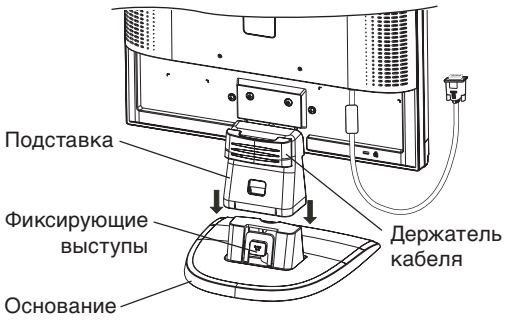

Рисунок S.1
1. Вставьте переднюю часть подставки ЖКД в отверстия в передней части основания (**Рисунок S.1**).
2. Закрепите подставку на основании. Защелка на основании должна войти в соответствующее отверстие на задней стороне подставки (**Рисунок S.1**).
1. Закрепите держатель кабеля на основании. Вставьте держатель кабеля в отверстия на задней стороне подставки и, сдвинув держатель вниз, установите его на место (**Рисунок S.1**).